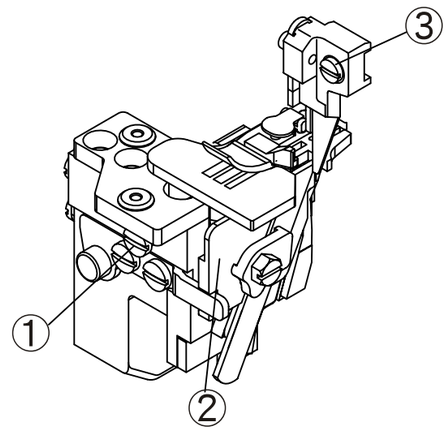

Fig. 5
1. Gire la polea para mover el rebordeador superior al punto muerto inferior. (Fig. 5)